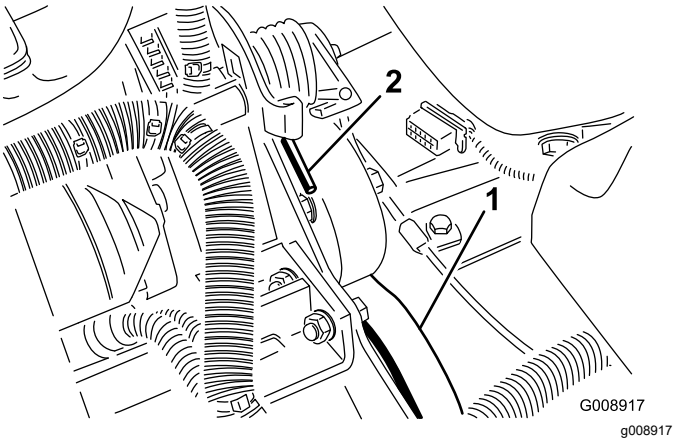

**Figuur 77**
2. Druk het uiteinde van de veer omlaag en naar voren (Figuur 77) om deze los te maken van de beugel en de veerspanning op te heffen.